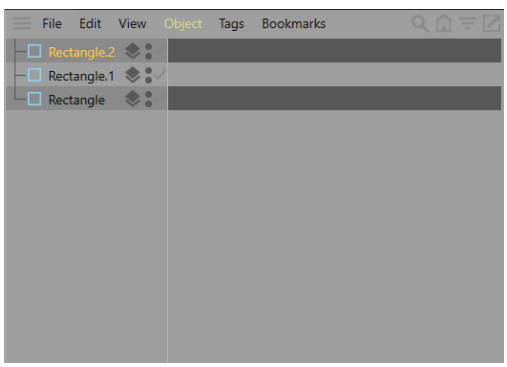

Figure 2-35 *Rectangle.2 added to the Object Manager*
8. Make sure that *Rectangle.1* is selected in the Object Manager. Press and hold the left mouse button and the CTRL key and then drag and drop the cursor in the empty space; a copy of the *Rectangle.1* is created and added to the Object Manager with the name *Rectangle.2*, as shown in Figure 2-35.